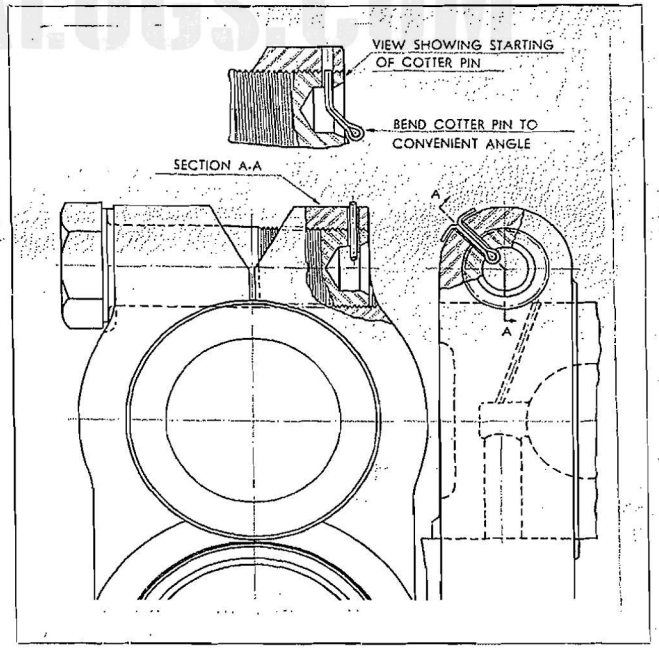

Figure 217—Cotterpinning Rear Crankshaft Cap Screw
f. Lock the cap screw by inserting the cotter pin in the cap screw from the inside of the cap screw at the threaded end, allowing it to protrude through the crankshaft rear approximately 3/8 in. Refer to Figure 217. Bend down the legs of the cotter pin. If the hole in the cap screw is not aligned with its mating hole in the crankshaft rear when the cap screw is tightened to the proper stretch, it is permissible to drill a new cotter pin hole in the end of the cap screw. Insure that the new hole is located a minimum distance of 1/4 in., measured at the root of the cap screw thread, from any adjacent hole. It is also permissible to grind either face of the chamfered cap screw washer in order to locate an undrilled portion of the cap screw under the cotter pin hole in the crankshaft rear. If this is done, break all sharp edges to a 1/64 in. radius after grinding.